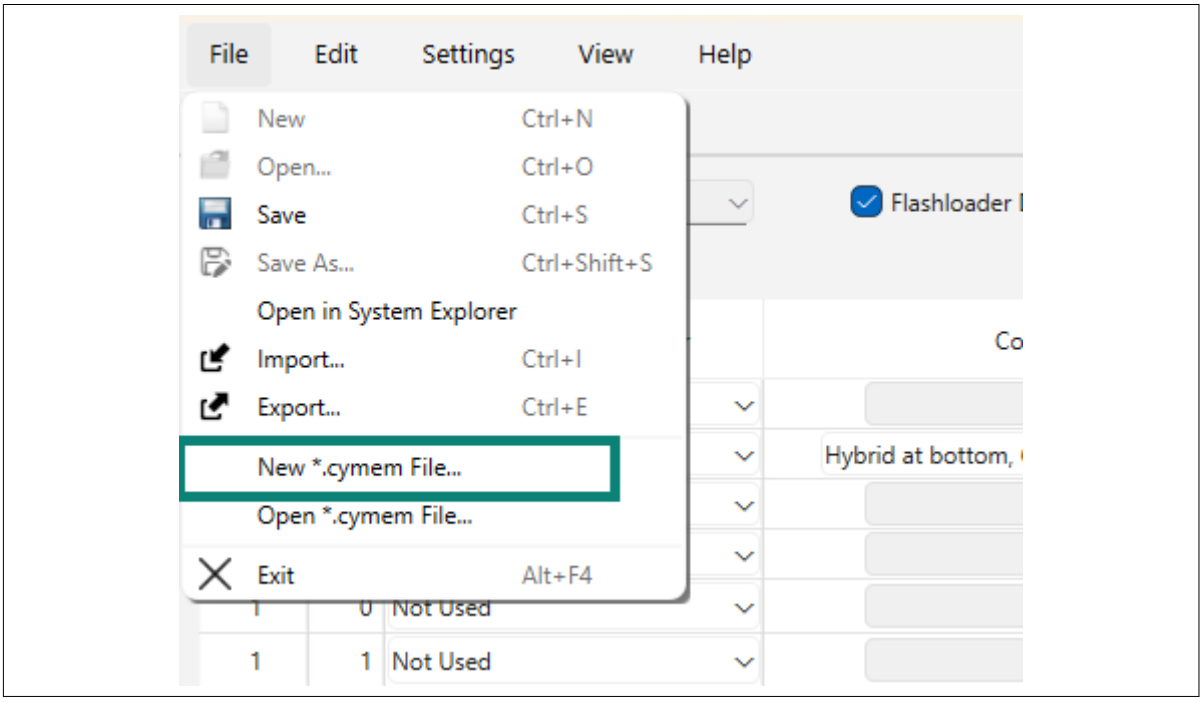

Figure 1 Create a new CYMEM file
1. Launch QSPI Configurator. Click **File** > **New *.cymem File...** as shown in Figure 1